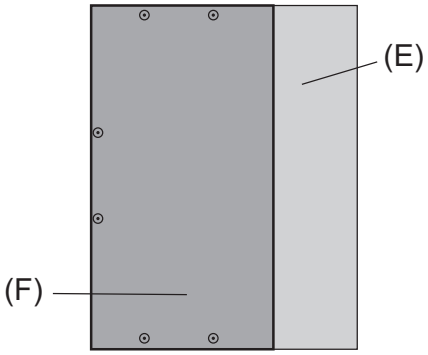

Fig.10
- **To avoid dew condensation, use insulated screws in the places marked with circles in Figure 10.**